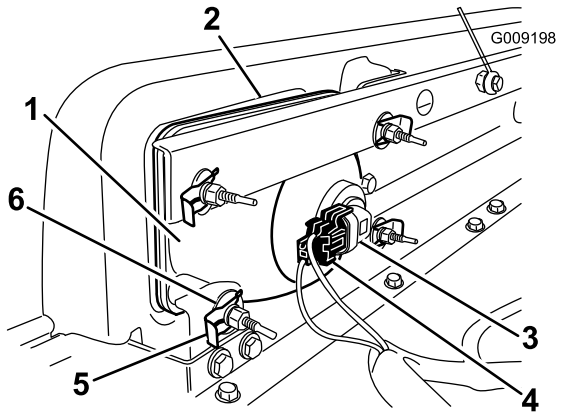

Figura 40
1. Scollegate il connettore elettrico del cablaggio dal connettore del gruppo luci (Figura 40).
2. Togliete i fermagli e le rondelle che tengono bloccato il faro anteriore sulla relativa staffa (Figura 40).
3. Rimuovete il gruppo faro anteriore spostandolo in avanti attraverso l'apertura nel paraurti anteriore (Figura 40).
4. Montate il nuovo faro anteriore attraverso l'apertura nel paraurti (Figura 40). Assicuratevi che i poli di regolazione siano allineati con i fori nella staffa di montaggio dietro il paraurti.
6. Collegate il connettore elettrico del cablaggio al connettore del nuovo gruppo luci (Figura 40).